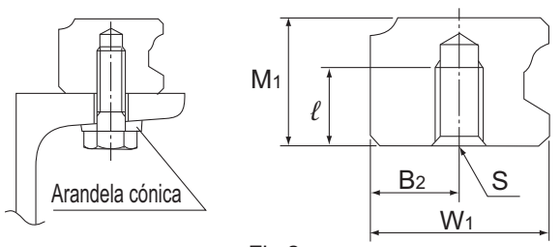

Fig.2
(1) Determine la longitud del tornillo de manera que pueda garantizar una holgura de 2 a 3 mm entre la punta del tornillo y el extremo del agujero (profundidad efectiva del orificio roscado).
(2) Como se muestra en Fig.2, también se encuentra disponible una arandela cónica que permite montar el modelo GSR en una pieza de acero.
(3) Para obtener el código del modelo, consulte A1-274 a A1-275.